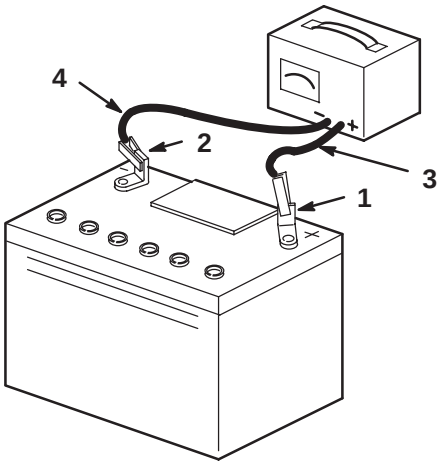

Figure 17
4. When the battery is fully charged, unplug the charger from the electrical outlet, then disconnect the charger leads from the battery posts (Fig. 17).